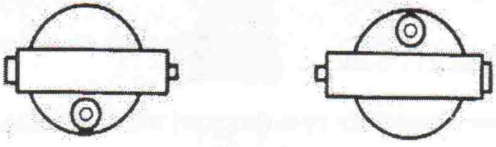

Рис. 6
- С помощью подъемных винтов установите пузырек в центр круглого уровня и поверните зрительную трубу на 180°. Пузырек должен остаться в центре. В противном случае необходимо произвести юстировку (рис. 6)